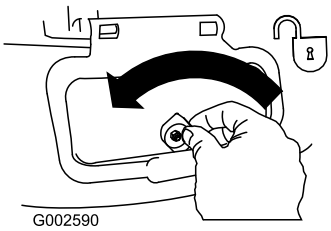

Figuur 33
1. Ontgrendel het deurtje van de zijafvoer (Figuur 33).